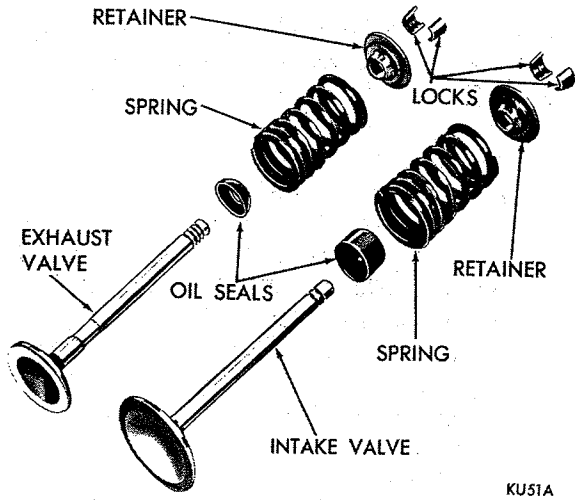

*Fig. 18—Valve Assembly*
(1) Coat valve stems with lubrication oil and insert them in cylinder head.
(2) If valves or seats are reground, test valve stem height with Tool C-3746. If valve is too long, grind off the tip until length is within limits.
(3) Install new cup seals on all valve stems (long seal on intake valve and short seal on exhaust valve) and over valve guides (Figs. 18 and 19).—Install valve springs and retainers.
(4) Compress valve springs with Tool C-3422A, install locks and release the tool. **If valves and/or seats are reground, measure the installed height of springs. Make sure measurement is taken from the bottom of the spring seat in the cylinder head to the bottom surface of the spring retainer. (If spacers are installed, measure from the top of spacer). If height is greater than 1-11/16 inches, install a 1/16 inch spacer in the head counterbore to bring the spring height back to normal 1⅝ inches to 1-11/16 inches.**